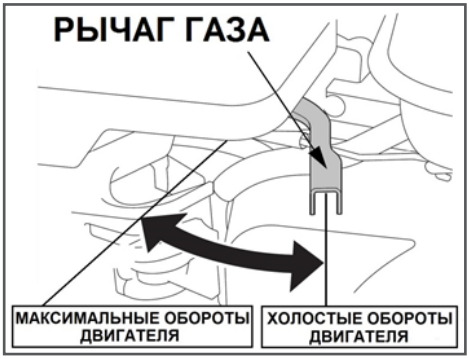

Рис. 12 Положения рычага газа
4. Переведите рычаг газа на 1/3 хода в сторону положения максимальных оборотов двигателя (Рис. 12).